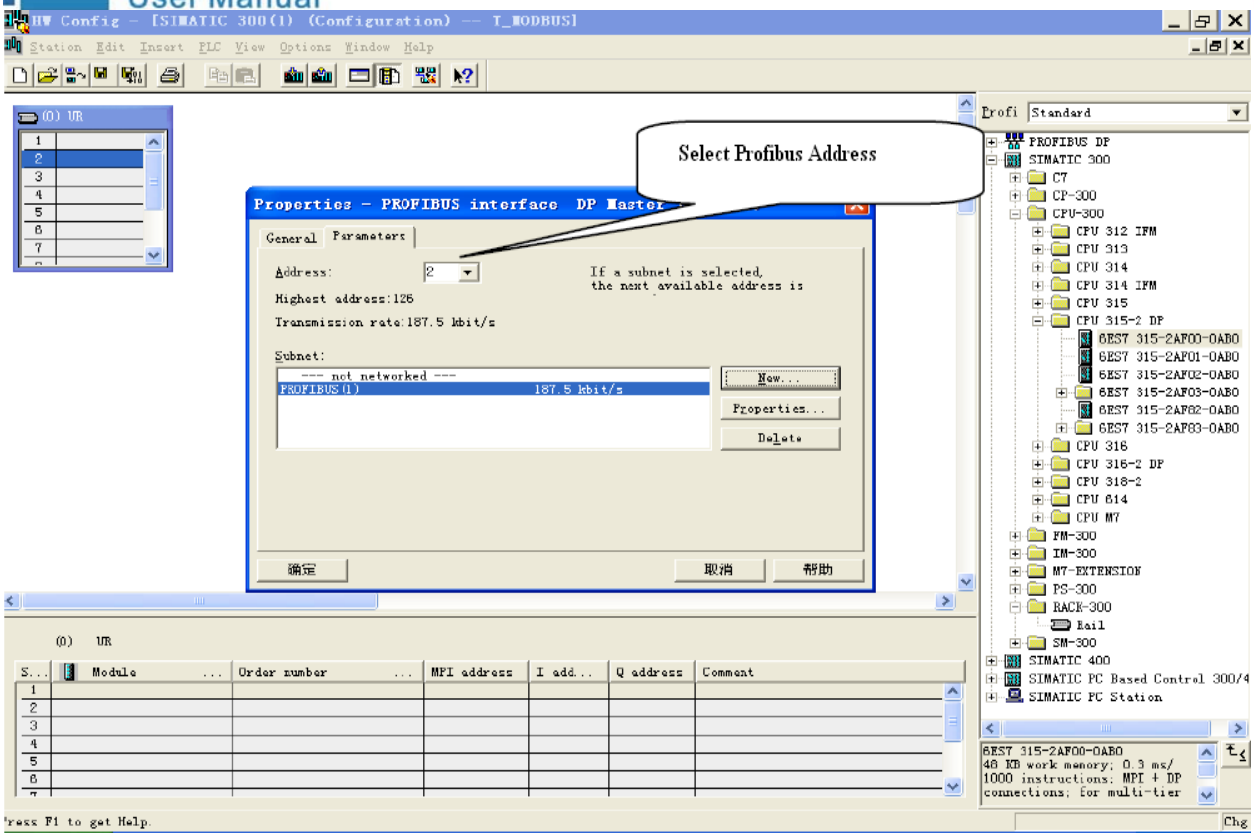

图 9
10. 选择 Profibus Master station 地址，如图 9：